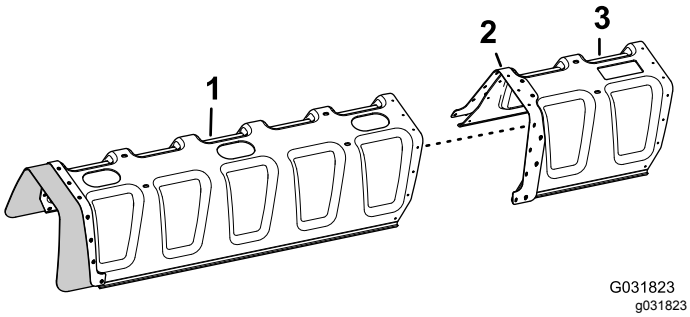

Figur 180
3. Rikta in hålen i förstärkningsplattan (dubbelradig) på kåpförlängningen mot hålen i änden av kåpan till sprutrampen med elva munstycken (Figur 180).